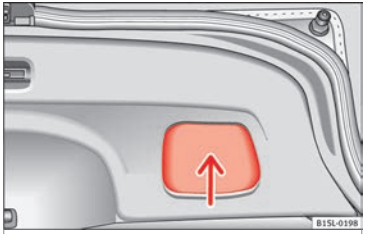

Fig. 38 Rear lid open: hand grip
- Grab the handgrip inside the rear lid ››› **Fig. 38** (arrow).